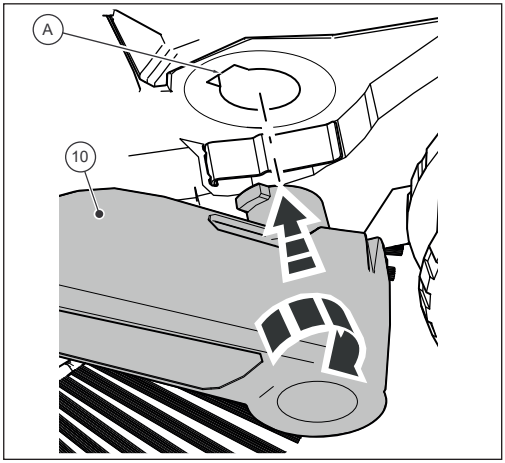

Abb. 10: Fitting the handle fittings
2. Place one of the two handle fittings with the latching lug on the handle fitting (10) in the groove provided on the frame (A) so that it can snap into place (Fig. 10).